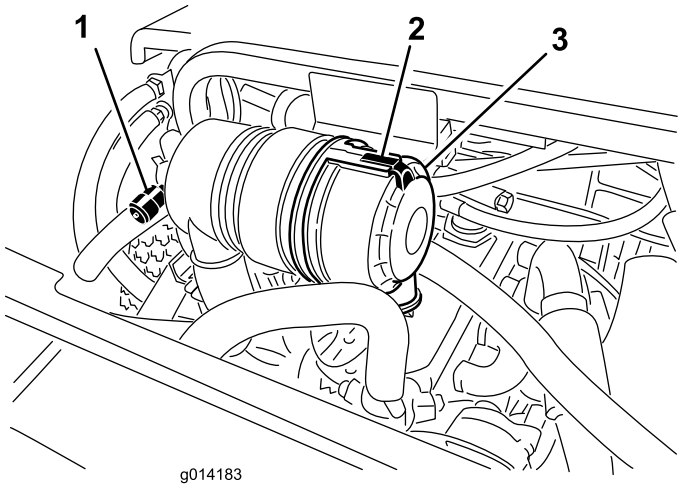

Figur 43
Efterse kun luftfilteret, når serviceindikatoren (Figur 43) viser, det er nødvendigt. Hvis du udskifter luftfilteret, før det er nødvendigt, øger du blot risikoen for, at der kommer snavs ind i motoren, når filteret afmonteres.
1. Åbn låsen, der fastgør luftfilterdækslet til luftfilterhuset (Figur 43).